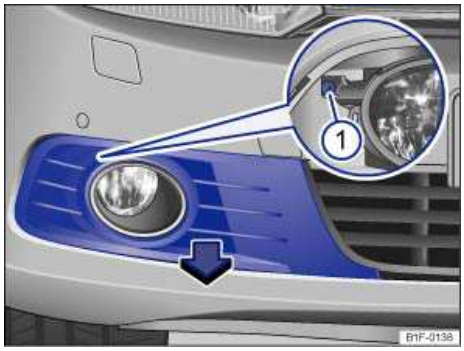
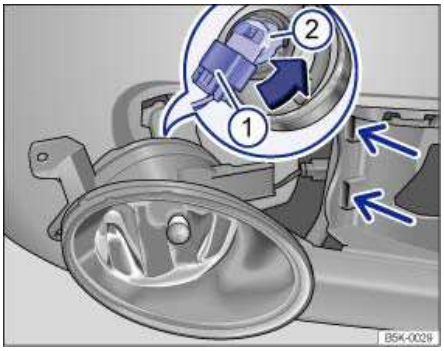

Fig. 193 In front right bumper: Removing the light assembly.
Fig. 194 Replacing a light bulb in the fog light.
2.	Pull the cover forward in the direction of the arrow ⇒ fig. 193.
3.	Unscrew the fastening screw (1) with the screwdriver from the vehicle tool kit
4.	Fold the headlight assembly slightly forward and pull out of the mounts ⇒ fig. 194 (small arrows).
5.	Release the connector (1) and pull it off.
6.	Rotate the bulb holder (2) counterclockwise as far as it goes and pull it out with the light bulb to the rear.
9.	Attach the connector (1) to the bulb holder (2). The connector must latch with an audible "click."
11.	Screw the fastening screw ⇒ fig. 193 (1) tightly with the screwdriver.